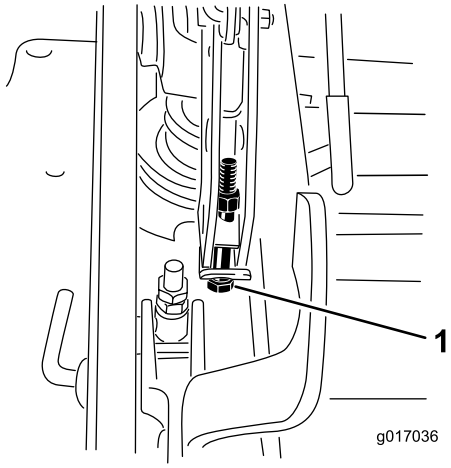

Figura 88
13. Si la carcasa está demasiado baja, apriete el perno del ajuste de un solo punto girándolo en el sentido de las agujas del reloj. Si la carcasa está demasiado alta, afloje el perno del ajuste de un solo punto girándolo en el sentido contrario a las agujas del reloj (Figura 88).